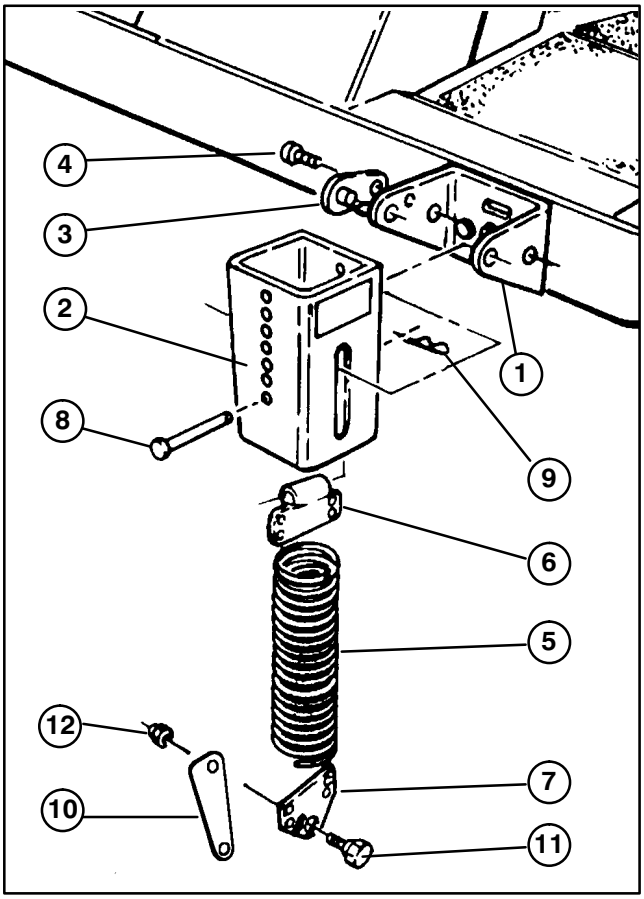

Figure 12
4. Thread the top extension spring coil into the top spring end holes and the bottom extension spring coil into the bottom spring end holes (Fig. 12).
5. Mount knee link to lower spring end with wide part of knee link pointing forward and spring end stop pointing forward. Secure knee link to outer to outer side of spring end with a shoulder bolt and locknut (Fig. 12, 13).
7. Align slotted holes in the spring cover (slot toward the bottom) with the mounting bracket holes. Insert lock pin assemblies into the bracket holes and secure each to the bracket with self−tapping screws (Fig. 12). Torque the screws to 20 ft−lb.
8. From the bottom, insert the spring and top spring end into the spring cover. Select a hole that matches the cutter deck height−of−cut setting; i.e., top cover hole matches the highest height setting, bottom cover hole the lowest, etc. Align the top spring end hole with the selected spring cover holes and insert the clevis pin to secure the spring inside the cover (Fig. 12). Secure clevis pin with a hair pin cotter.